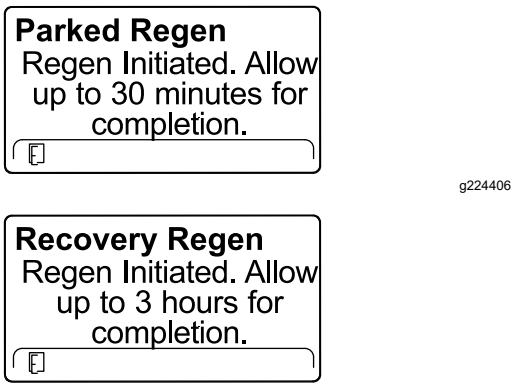

Figur 65
6. InfoCenter viser tid for å fullføre meldingen (Figur 65).